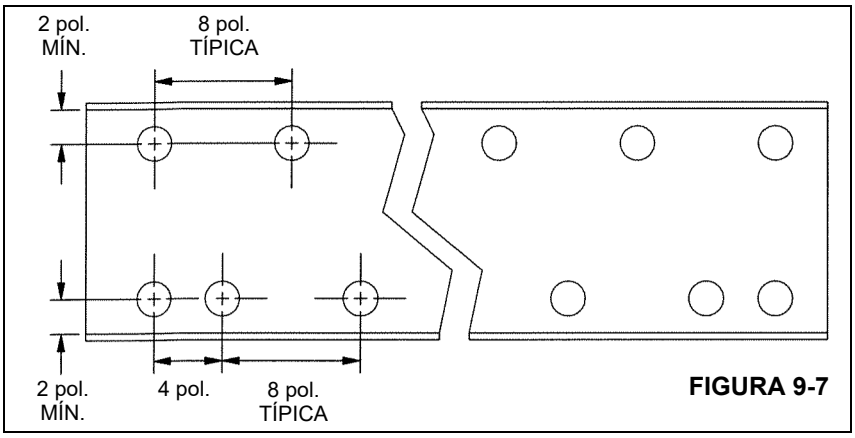

FIGURA 9-7
Consulte na Figura 9-7 o procedimento recomendado de furação e aparafusamento. Use parafusos de 5/8, Grau 8. Faça furos de 39/64 de diâmetro, direcione os parafusos de encaixe e aperte de acordo. Consulte “Elementos de fixação e valores de torque” na página 1-7.
8. Se a cantoneira de reforço será aparafusada, faça o padrão de furos e instale os parafusos de acordo com a Figura 9-7. Reforce os recortes do suporte de molas, a área de solda e o reforço de suspensão até o reforço frontal adicionando barras sob essas áreas.